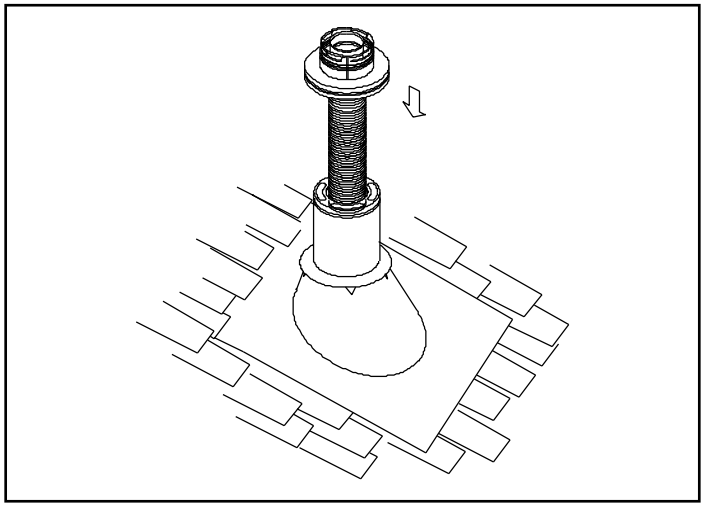
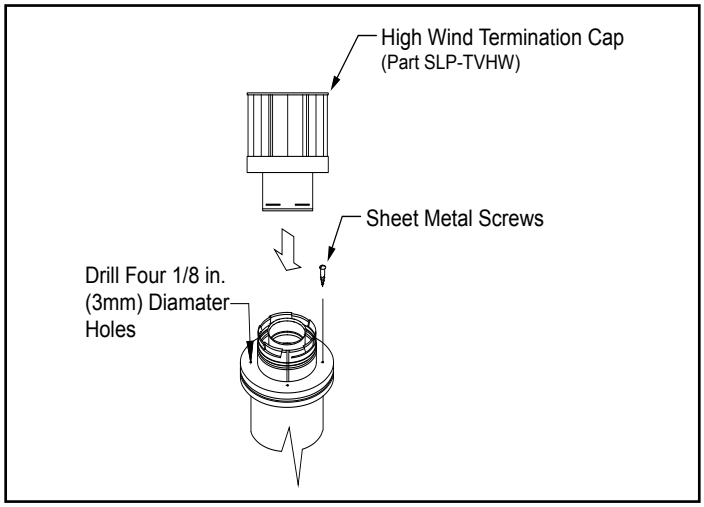

Figure 4.11
Figure 4.12
4. Pass the flex pipe down through the center of the chimney system, and center the top adapter on the top of the chimney pipe. Drill four 1/8 in. (3mm) diameter holes through the top adapter, and into the chimney top. Ensure that you are drilling into the metal on the chimney. Twist lock the high wind termination cap onto the top adapter. See Figure 4.11 and Figure 4.12.